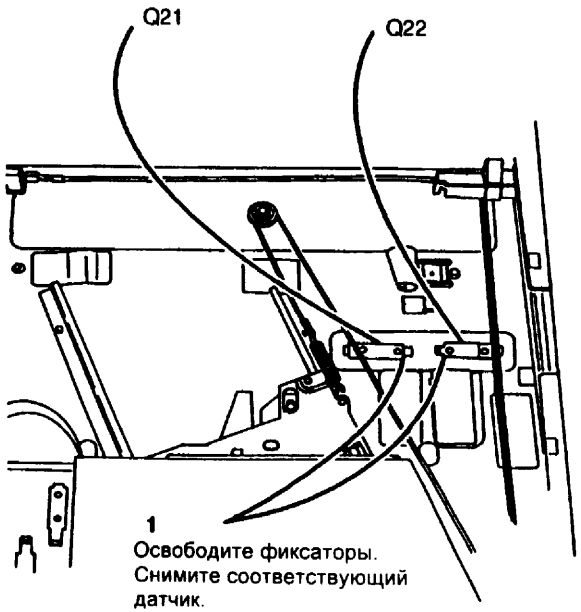

Рис. 1 Снятие датчика размера оригинала
6. (Рис. 1) Снимите датчик размера оригинала Q21 или датчик размера оригинала Q22 при необходимости.